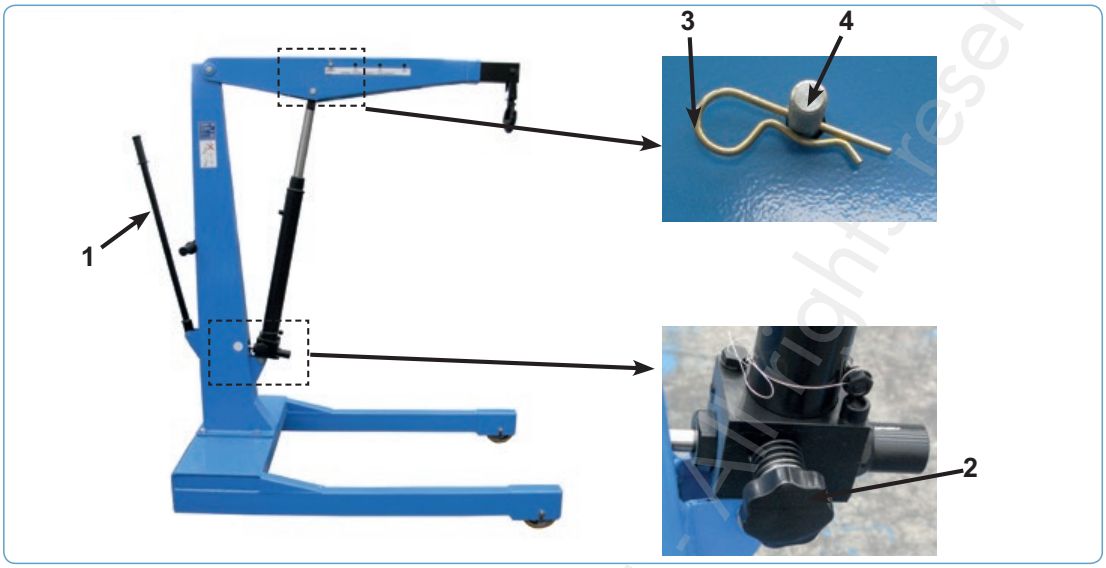

Afbeelding 10
2. Pomp met de bedieningshendel (1 afb. 10) om de hefarm omhoog te brengen.
1. Om de arm te laten zakken, bedient u de daalinrichting tegen de klok in (2 afb. 10).
2. Verwijder de veiligheidspin (3 afb. 10) en vervolgens de bevestigingsstift (4 afb. 10).